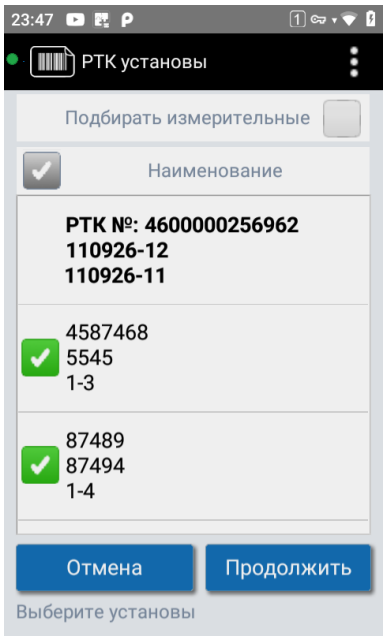

Рисунок 25. Выбор установов РТК
3. Отметьте установы (операции) (см. Рисунок 25). Флажок «Подбирать измерительные» включает в подбор мерительный инструмент, флажок в заголовке отмечает все установы. Нажмите «Продолжить».